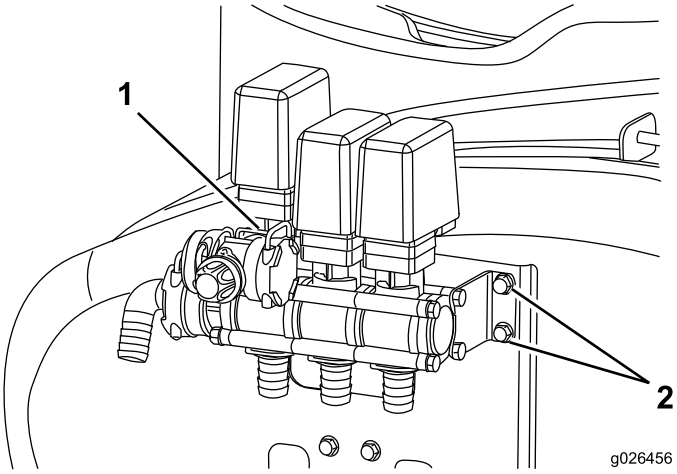

Figura 2
4. Togliete il perno ed estraete la valvola di bypass (Figura 2).
5. Rimuovete i bulloni per rimuovere il gruppo della valvola dalla macchina (Figura 2).